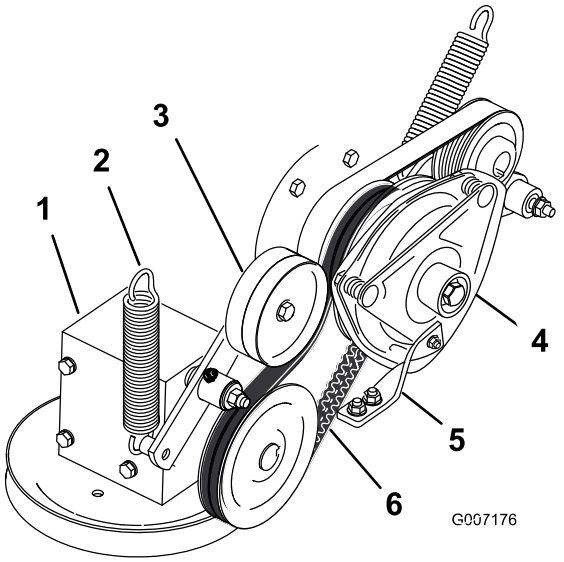

Figur 64
4. Demontera fjädern på remskivarmen (Figur 64).
7. Montera den nya kraftuttagsdrivremmen runt kopplingsskivan och växellådsskivan (Figur 64).
9. Montera fjädern på remskivearmen (Figur 64).